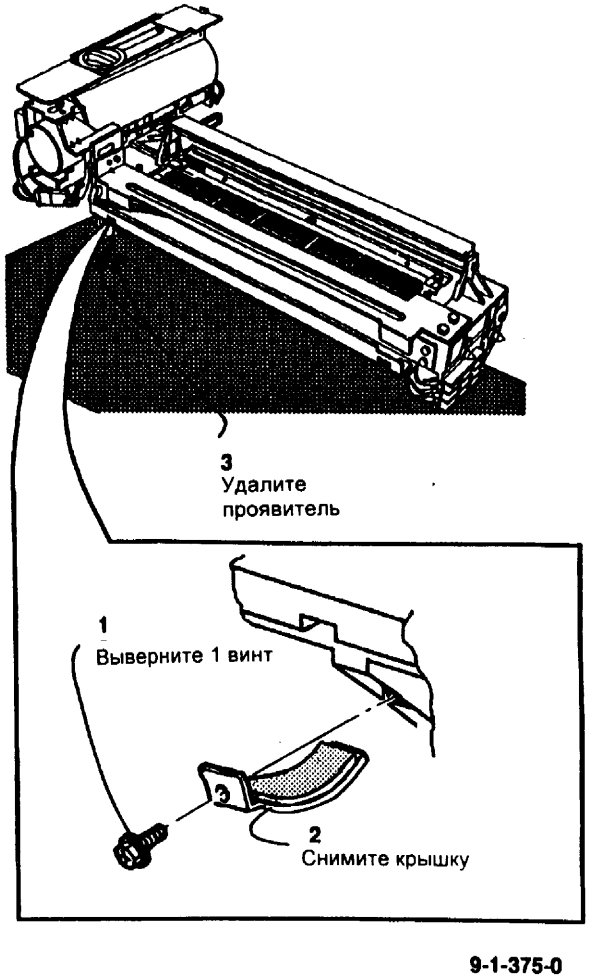

Рис. 2 Удаление проявителя из кожуха проявителя
3. (Рис. 2) Удалите проявитель из кожуха проявителя.